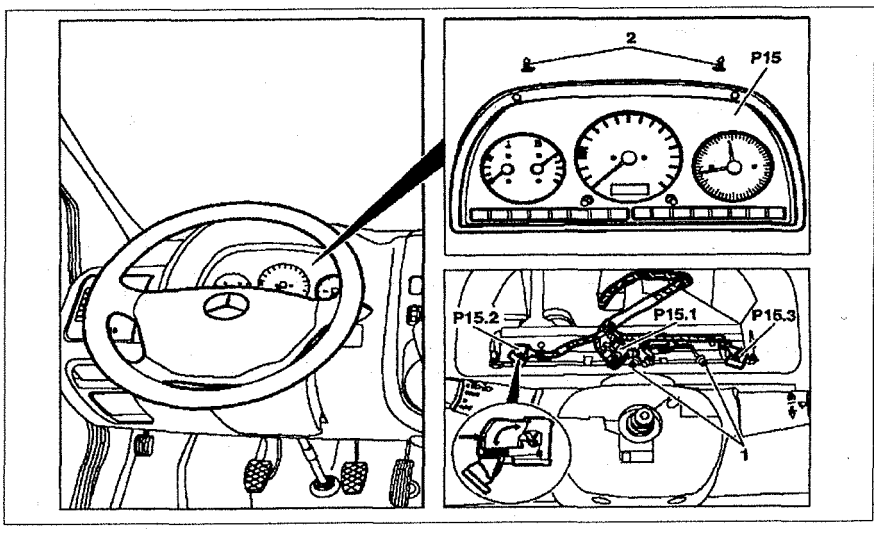

Рис. 11.12. Щиток приборов: 1. Разъем проводки индикаторных ламп, **2.** Болты, **P15.** Щиток приборов, **15.1, 15.2, 15.3.** Разъемы проводки.
1. Открутите болты **2** (см.рис. 11.12).